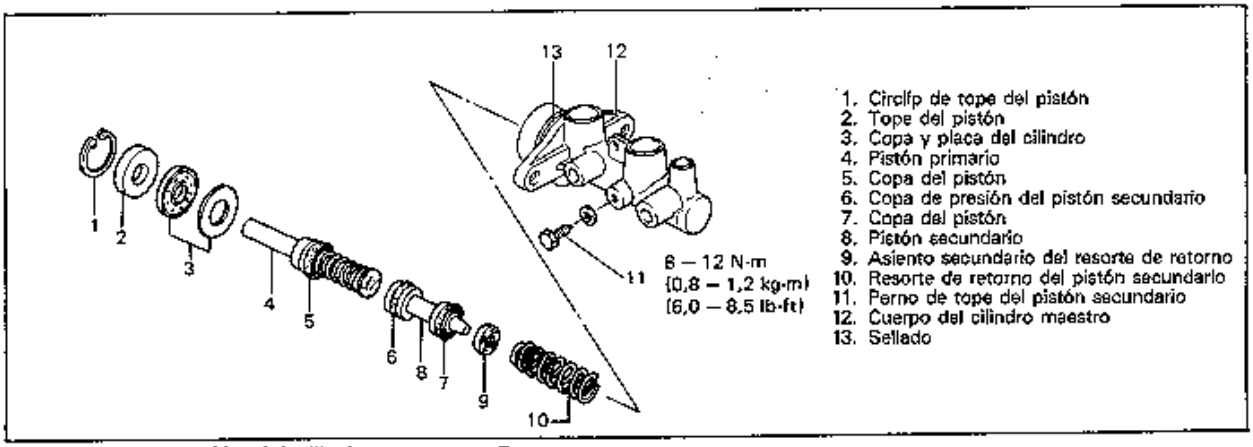

Fig. 5-112 Reparación del cilindro maestro - B
1) Ensamble el pistón secundario tal como se observa en la Fig. 5-112.